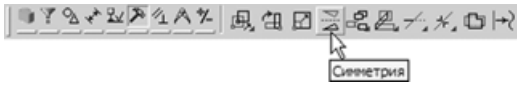

Рис. 5.118
- Щелчком мыши выделите построенную окружность и нажмите кнопку **Симметрия** на инструментальной панели **Редактирование** (рис. 5.118).